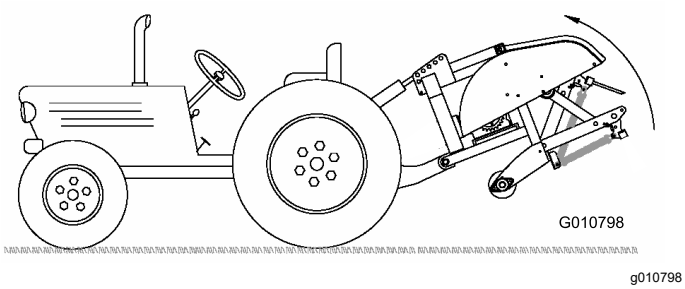

Figura 11
2. Sollevate completamente l'arieggiatore e ritraete del tutto il cilindro dell'attacco idraulico superiore o dell'attacco superiore (Figura 11).